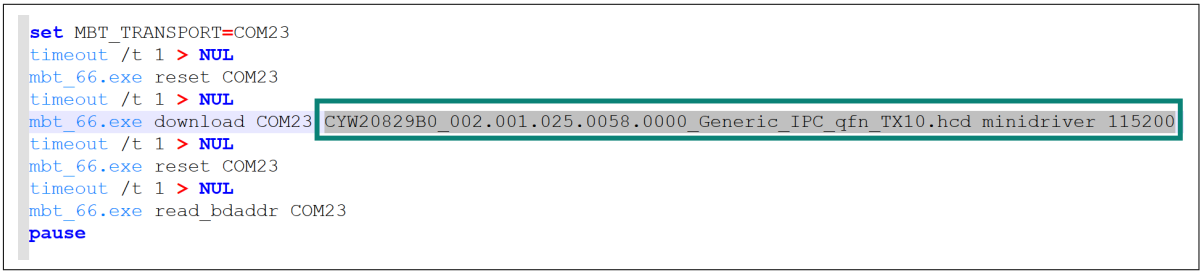

Figure 8 Specifying the correct CYW20829 RF Test Firmware
6. Specify the .hcd file (ensure you have the correct .hcd firmware for your product) as shown in Figure 8 and save your file